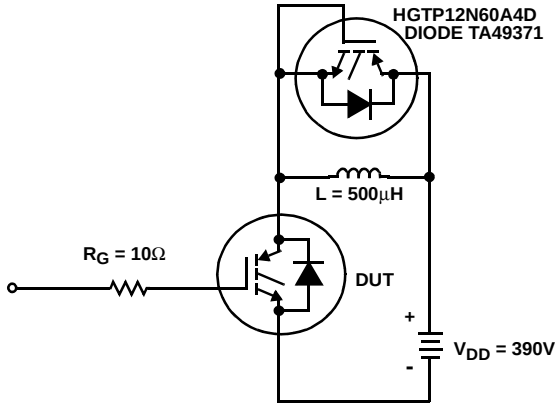

FIGURE 24. INDUCTIVE SWITCHING TEST CIRCUIT
3. Values for two Turn-On loss conditions are shown for the convenience of the circuit designer. E_{ON1} is the turn-on loss of the IGBT only. E_{ON2} is the turn-on loss when a typical diode is used in the test circuit and the diode is at the same T_J as the IGBT. The diode type is specified in Figure 24.